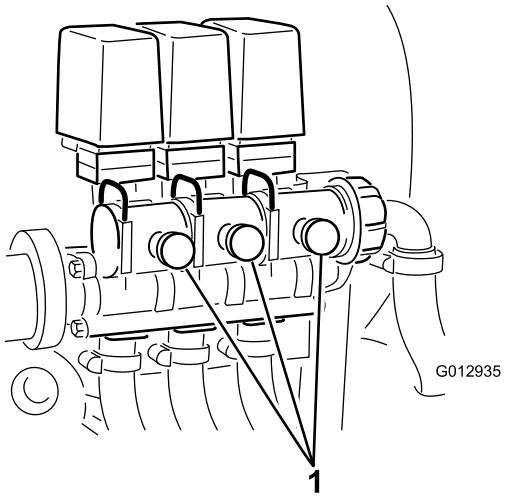

Figuur 21
10. Stel de omloopklep (Figuur 21) aan de achterzijde van de regelklep van de spuitboom die u hebt uitgeschakeld, zodanig in dat de drukwaarde op de meter dezelfde is als in stap 7.